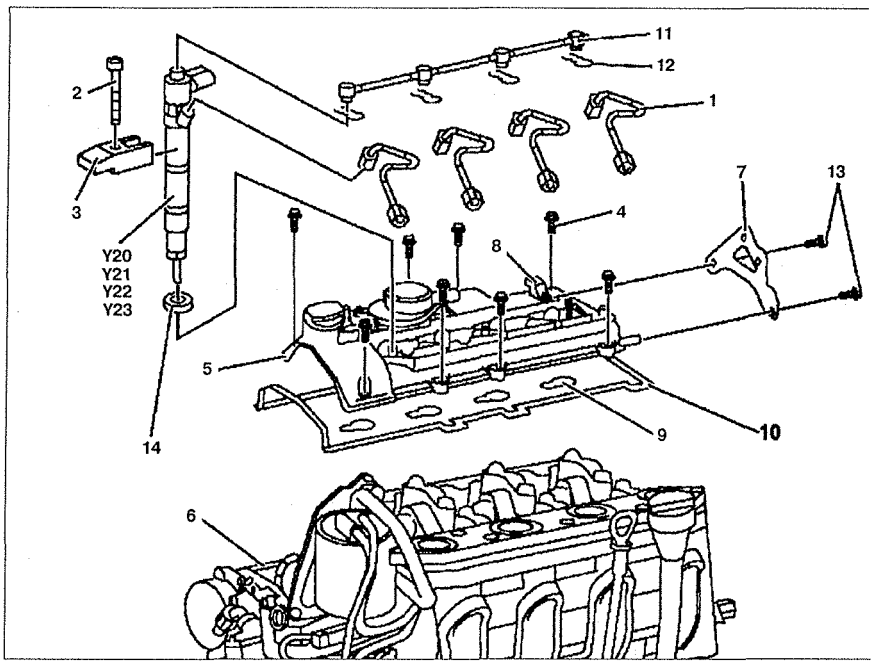

Рис. 5.6. Крышка головки блока цилиндров:
1. Снимите форсунки **Y 20**, **Y 21**, **Y 22**, **Y 23** (см.рис.5.6).